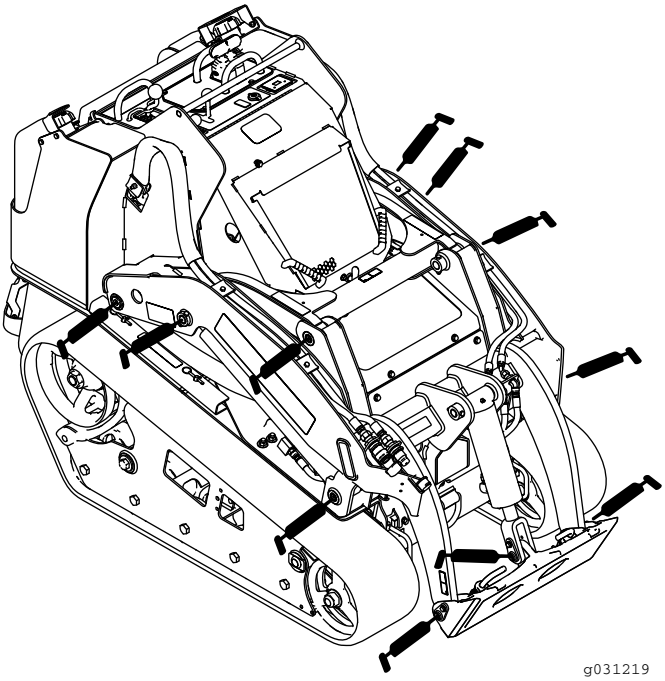
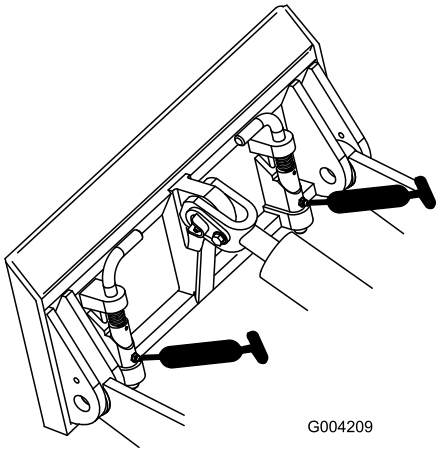
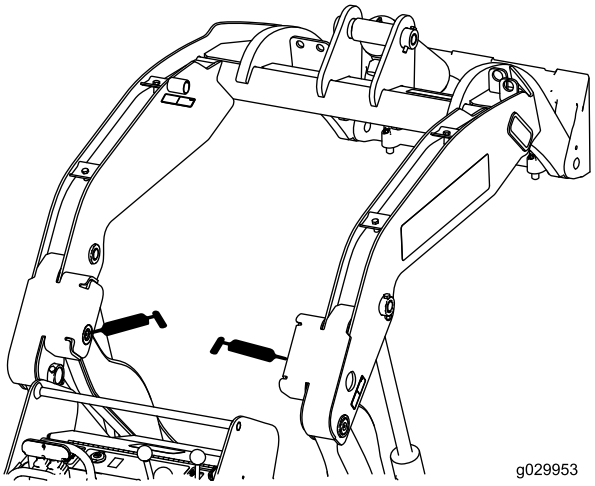

**Rysunek 41**
**Rysunek 42**
**Rysunek 43**
3. Podłącz smarownicę do każdej ze smarowniczek (Rysunek 41, Rysunek 42 i Rysunek 43).
**Informacja:** Przed wtłoczeniem smaru w smarowniczki pokazane na Rysunek 43 unieś ramiona ładowarki.